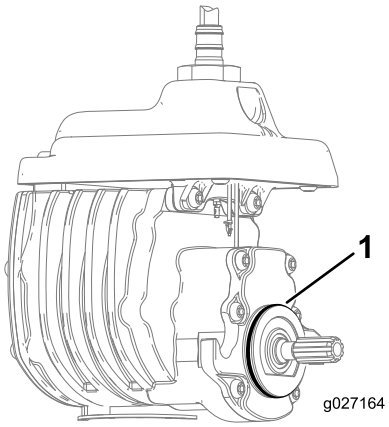

Figuur 7
4. Monteer de O-ring op de messenkooimotor (Figuur 7).